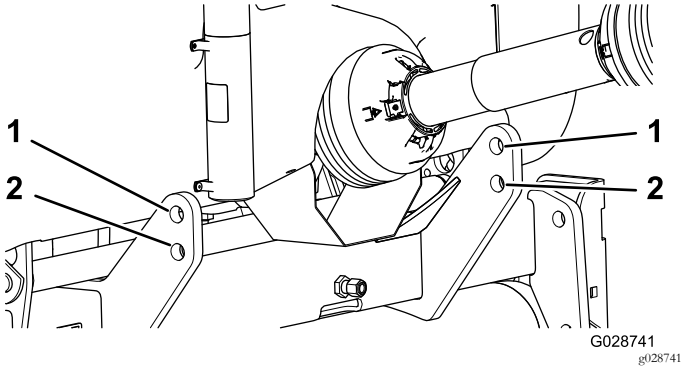

**Figuur 5**
**Opmerking:** Voor een maximale afstand tot de grond moeten de koppelpennen in de onderste bevestigingsgaten worden gestoken (Figuur 5). Raadpleeg het hoofdstuk Aftakas aansluiten om te bepalen wanneer u de bovenste montage-openingen moet gebruiken.